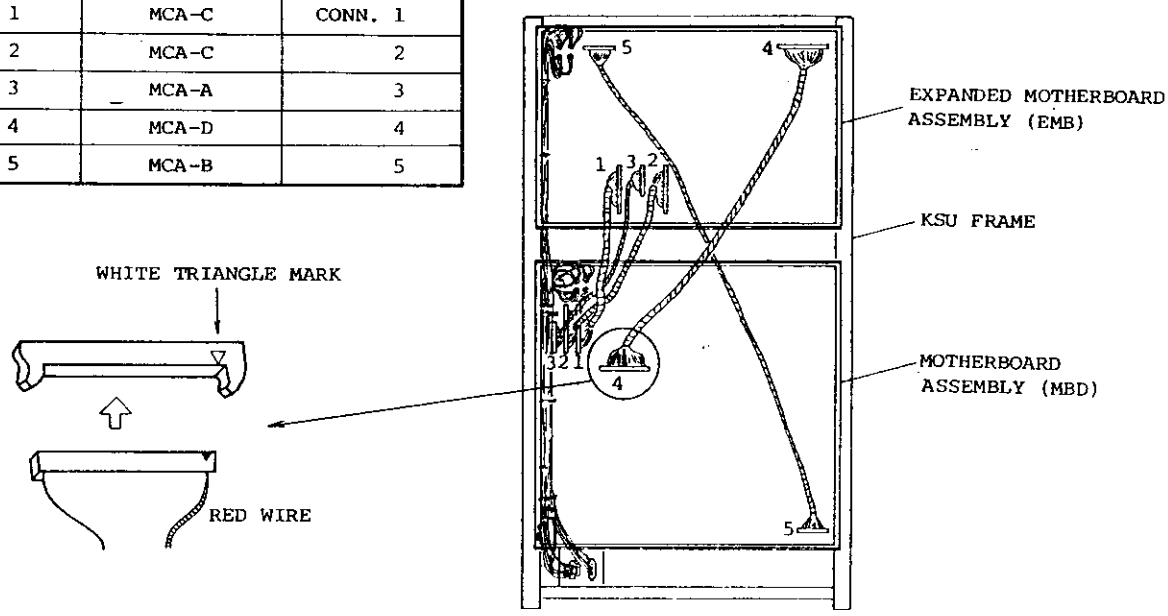

FIGURE 15 Mounting and Routing of Expanded Motherboard Assembly in Key Service Unit
b. Refer to FIGURE 15, Mounting and Routing of EMB in KSU, for mounting the EMB Assembly in the standard KSU.
(1) Attach EMB printed-circuit card to upper KSU frame using the six FP3x6S screws included in EMB Assembly.
(2) Use one SM1-3x6 screw to secure center of EMB to KSU metal bracket.
c. Refer to FIGURE 15, Mounting and Routing of EMB Assembly in KSU, for connections between the standard KSU Motherboard (MDB) Assembly and terminals of the EMB Assembly.
(1) Connect cable assemblies MCA-A, MCA-B, MCA-C (2), and MCA-D to connectors on MBD and EMB Assemblies.
(2) Route MCA-E cable assembly as shown in FIGURE 15. Secure MCA-E connector on base of MBD as shown. Utilize Cable Ties provided to secure MCA-E cable to existing wiring harness, being careful not to disturb existing connection.
(3) Referring to FIGURE 15, establish connections of MCA-E power functions in accordance with the color code. Two locations require terminations by the installer:
(a) The four SM1-4x8 screws provided on EMB Assembly to establish connections on top of EMB as illustrated in FIGURE 15.
(4) Check all connections to ensure that connections are established in accordance with FIGURE 15.
(5) Remove two blank covers on top of KSU equipment cable to provide for cable entrance facilities for EMB Assembly.